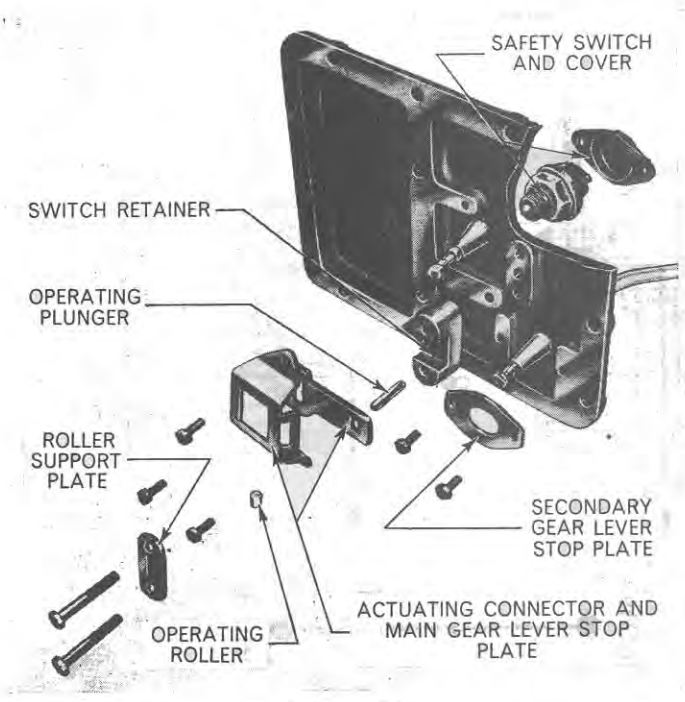

Figure 55
2. Unscrew the starter safety switch from the top of the cover. Remove the two self-locking bolts retaining the roller support plate and the switch retainer to the cover. Remove the roller support plate, the roller, the plunger, and the switch retainer from their locations, Figure 55.
dary gear lever stop plate, Figure 55, and remove the plate.